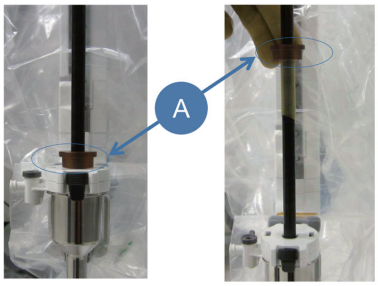

図 2:シャフト上部へのインストゥルメントイントロデューサの移動
(3) 容易に挿入できるよう、インストゥルメントイントロデューサを回しながらカニューラシールに挿入する。生理食塩水でカニューラシールを湿らせてもよい。
(4) 本品を「da Vinci Xi システム」に装着後、インストゥルメントイントロデューサをカニューラシールから離れるようにスライドさせておく（図2、A）。